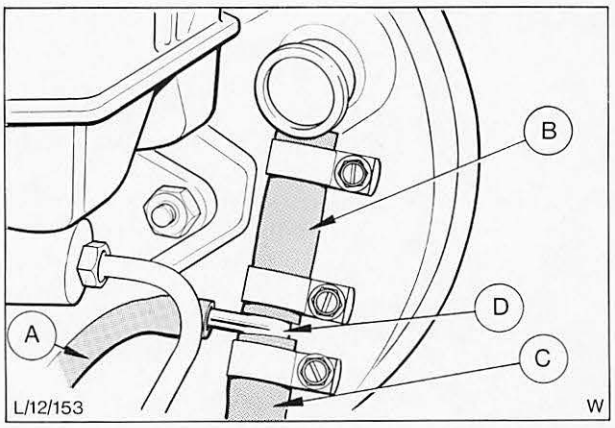

Abb. 66 A = Schlauch-Heizung
2. Schlauchschelle vom Unterdruckschlauch am Rückschlagventil lösen. An Fahrzeugen mit HD-Heizung, Schlauchschellen am T-Verbindungsstück lösen und Schläuche abziehen, Abb. 66.